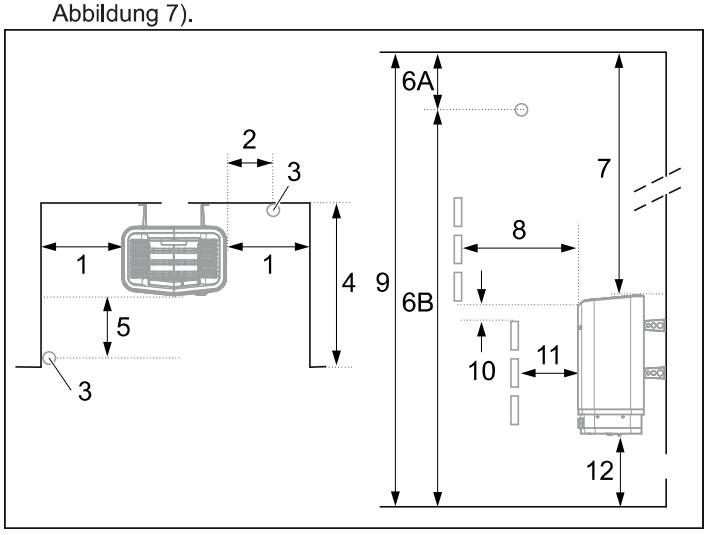

Abbildung 7: Positionierung der Heizung - Nischeninstallation
- an derselben Wand wie die Tür (oder an der Seitenwand, wenn der Abstand zur Türwand sehr klein ist). Die Heizung kann auch in einer Nische platziert werden (siehe Abbildung 7).
1. Positionieren Sie die Heizung in sicherem Abstand zum Boden, zu den Seitenwänden und zu Innenrauminstallationen (siehe Abbildung 7).
2. Positionieren Sie den Sensor, wie im Bild gezeigt (siehe Abbildung 7).